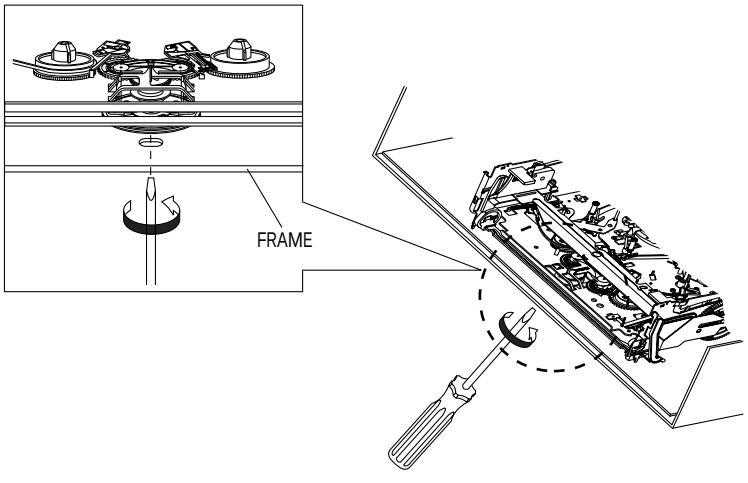

Fig. 3
2) When Slider S, T are approached in the position of unloading, rotate holder Clutch counterclockwise after inserting screw driver in the hole of frame's bottom in order to wind the unwiunded tape. (Refer to Fig. 3)